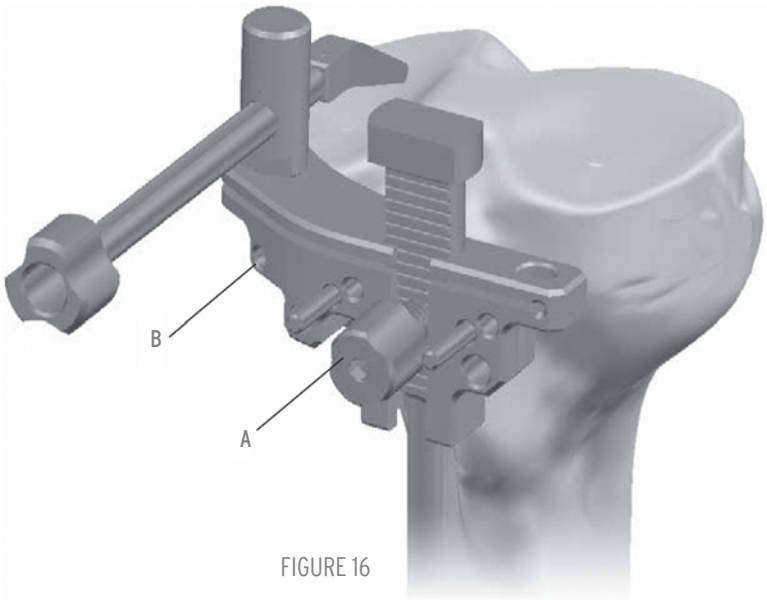

FIGURE 16
Position the ankle clamp of the extramedullary (EM) tibial resection guide against the lower leg just proximal to the malleoli. | FIGURE 15 In case a more stable initial fixation is required, the EM tibial resection guide can be assembled using the spiked component . Slide the appropriate left or right tibial resection guide onto the guide and adjust the guide until the resection slot is located a few millimeters below the lowest articular surface. | FIGURE 15 When the vertical axis of the guide is parallel to the mechanical tibial axis, it is positioned for a 3° posterior sloped resection. Attach the external alignment guide and slide the alignment rod through the appropriate TL or TR (Tibia Left or Tibia Right) hole. If the rod is parallel to the tibia, 3° slope is confirmed. | FIGURE 16
Drop the 2mm/10mm stylus into one of the holes on the resection guide and turn the resection guide adjustment knob | A in FIGURE 16 until the proper resection is found. | FIGURE 16 Generally the stylus is set to resect 2mm from the most deficient side and/or 10mm from the most prominent. Pin the resection guide to the proximal tibia through the "std" holes. The alignment guide and rod can be used to check alignment to the ankle. If the resection guide is detached, it can be moved distally 2mm if headless pins are used. Use of a divergent pin is recommended to prevent the resection block from vibrating off the pins during resections. | B in FIGURE 16